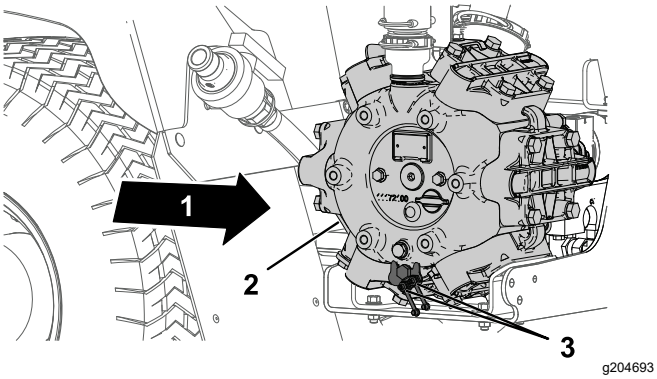

**Figur 65**
1. Torka av de två fjärrsmörjnipplarna (Figur 65).
2. Pumpa in fett i fjärrsmörjnippeln (Figur 65).